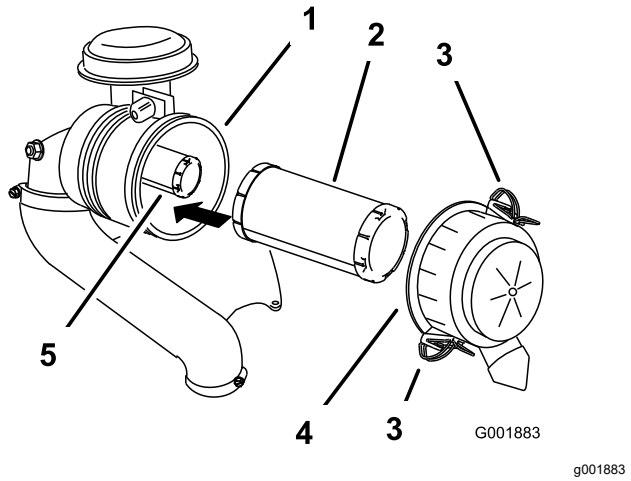

Figur 40
3. Åbn låsene på luftfilteret, og træk luftfilterdækslet af luftfilterhuset (Figur 40).
5. Skub forsigtigt primærfilteret ud af luftfilterhuset (Figur 40).
2. Hvis du skal udskifte det indre filter, skal du forsigtigt skyde det ind i filterhuset (Figur 40).
3. Skub forsigtigt primærfilteret over sikkerhedsfilteret (Figur 40).
4. Monter luftfilterdækslet, og fastgør låsene (Figur 40).